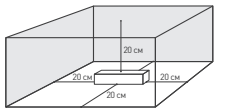

Рис. 2. Свободное пространство вокруг источника
4.2. Для естественной вентиляции обеспечьте свободное пространство вокруг источника питания не менее 20 см, как изображено на рис. 2. При невозможности обеспечить свободное пространство используйте принудительную вентиляцию.